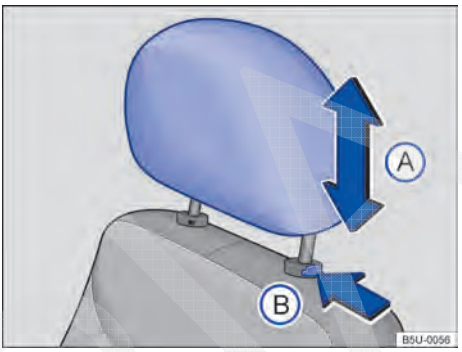

Fig. 38 Desinstalar o apoio para cabeça dianteiro.
– Pressionar o botão → Fig. 38 Ⓑ no sentido da seta. Retirar o apoio para cabeça com o botão pressionado.
– Empurrar o apoio para a cabeça totalmente para baixo com o botão → Fig. 38 Ⓑ pressionado.